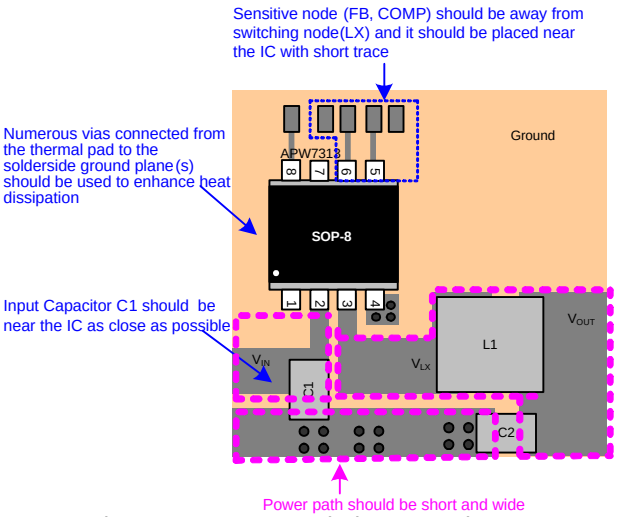

Figure 3. Recommended Layout Diagram
In high power switching regulator, a correct layout is important to ensure proper operation of the regulator. In general, interconnecting impedance should be minimized by using short, wide printed circuit traces. Signal and power grounds are to be kept separating and finally combined using the ground plane construction or single point grounding. Figure 3 illustrates the layout, with bold lines indicating high current paths. Components along the bold lines should be placed close together. Below is a checklist for your layout:
2. In Figure 3, the loops with same color bold lines conduct high slew rate current. These interconnecting impedances should be minimized by using wide and short printed circuit traces.